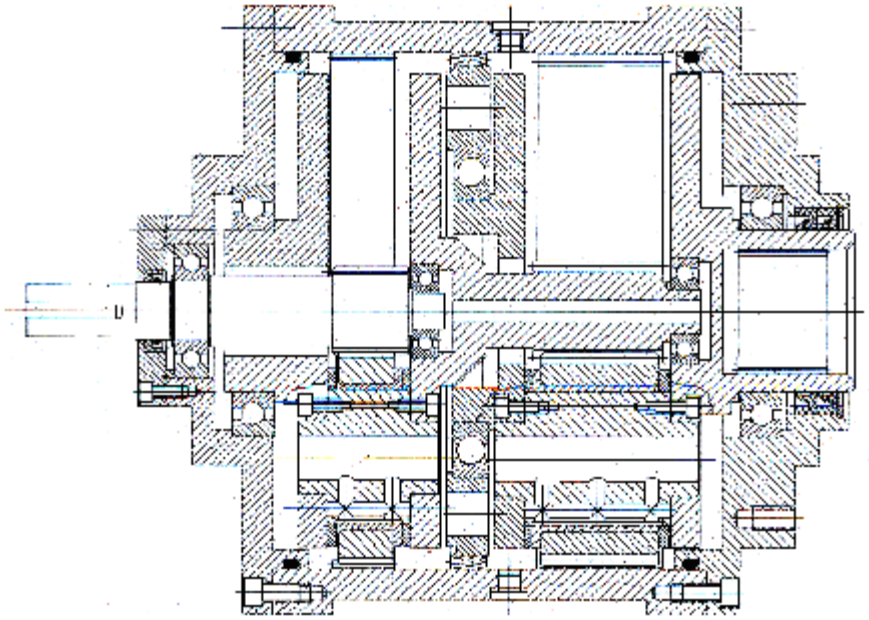
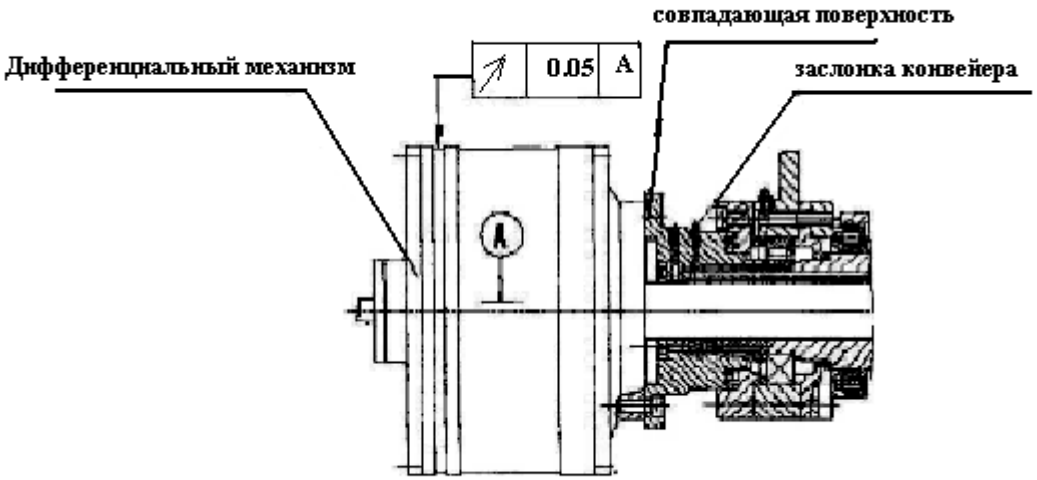

Рис. 5 Принципы устройства дифференциального механизма
Рис. 6 Установка дифференциального механизма
8. Машина оснащена дифференциальным механизмом выделения. Посмотрите Рис. 5 для ознакомления с принципами его работы. Его сборка и обработка деталей точные, и передаточные функции должны строго выполняться. Если с ним что-то не в порядке, управлять им должен работник, знакомым с внутренним устройством либо обратитесь к нам за помощью. Высокая точность должна сохраняться между механическим кожухом и основным двигателем при установке. Если прямое соединение между ними не соответствует требованиям, можно использовать медную прокладку для достижения требуемого уровня вибрации кожуха как показано на рис.6 . Таким образом, нормальная вибрация машины обеспечивается во время работы.